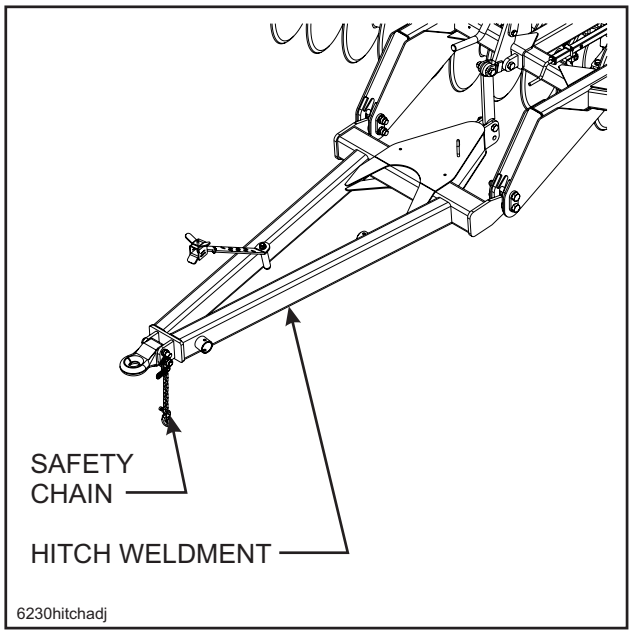

Figure 4-17 Hitch and Safety Chain
b. Attach the safety chain to the tractor drawbar **(See Figure 4-17).** Provide only enough slack in the chain for turning. Do not use an intermediate chain support as the attaching point for the chain on the tractor. Do not pull the implement by the safety chain.